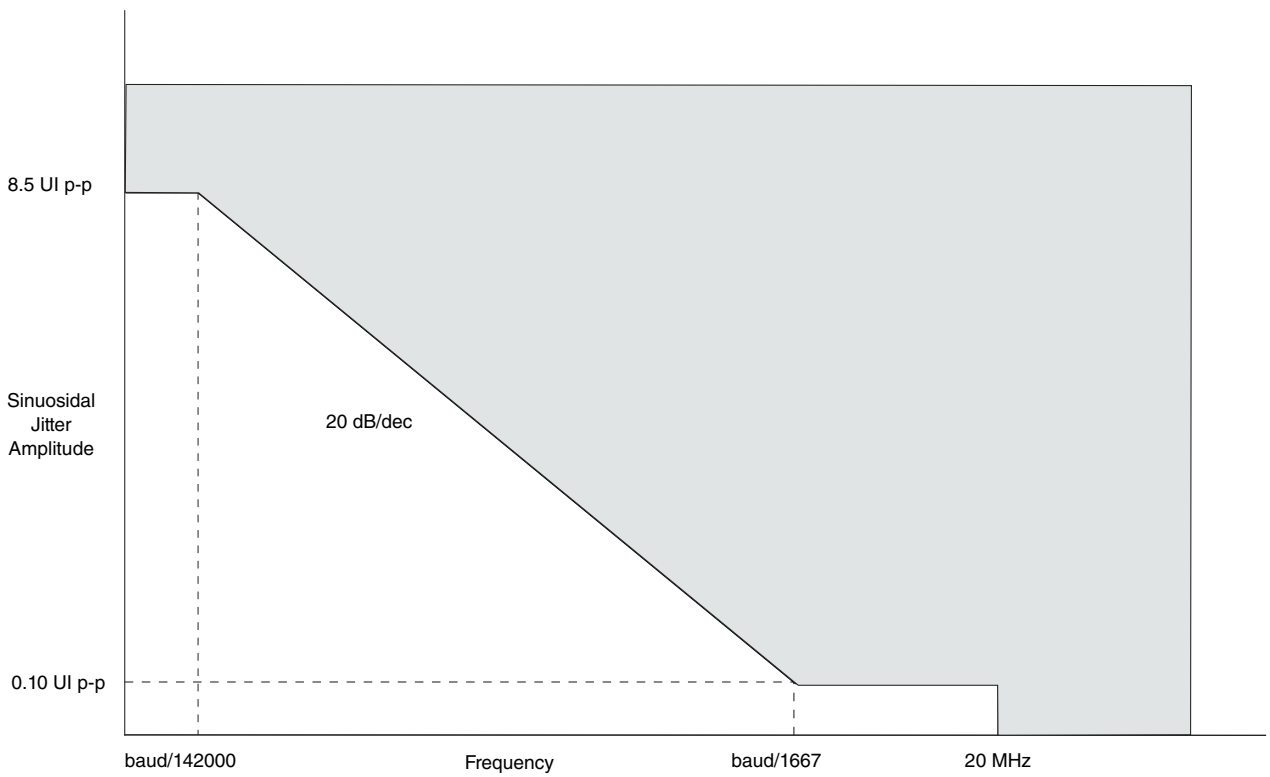

Figure 18. Single-frequency sinusoidal jitter limits
2. See Figure 18 for single frequency sinusoidal jitter measurements.
2.Total jitter is composed of three components: deterministic jitter, random jitter, and single frequency sinusoidal jitter. The sinusoidal jitter may have any amplitude and frequency in the unshaded region of Figure 18. The sinusoidal jitter component is included to ensure margin for low frequency jitter, wander, noise, crosstalk and other variable system effects.